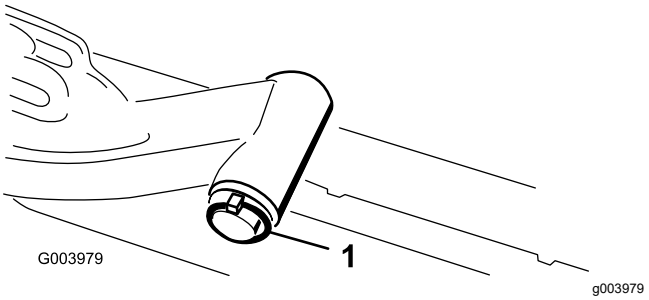

**Figur 11**
1. Ta bort hjulsprinten och brickan som håller fast lyftarmens svängaxel på lyftarmen, och skjut ut lyftarmens svängaxel ur lyftarmen (Figur 11).
3. Sätt i lyftarmens axel i lyftarmen och fäst den med brickan och hjulsprinten (Figur 11).